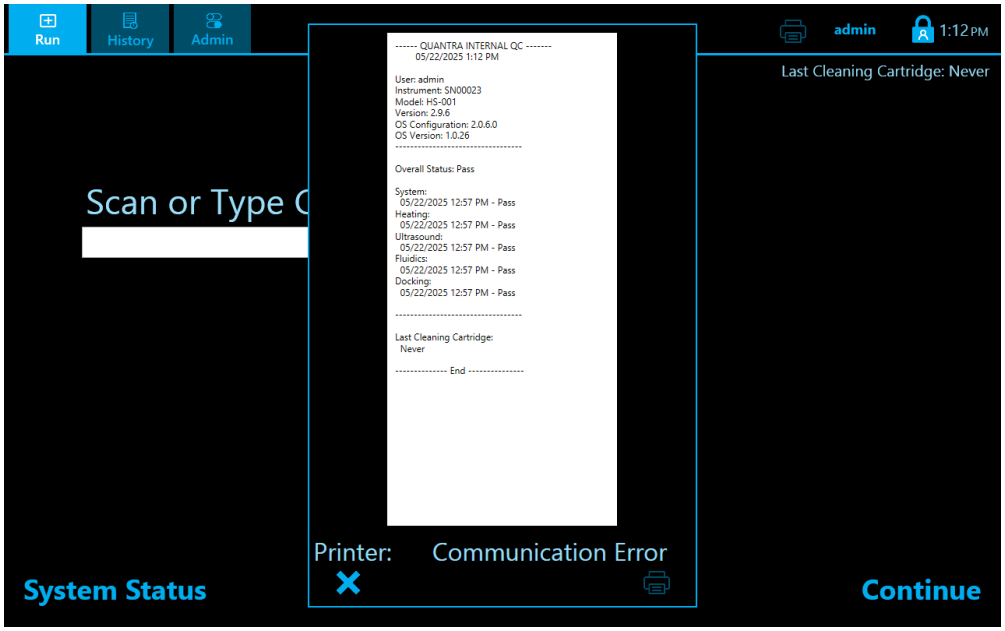

Figure 48. Internal QC Report
The Quantra System performs automated internal QC checks to verify that key instrument and consumables meet acceptable criteria. Checks are performed at power up, during each test run, and eight (8) hours after the last test was run. Clicking on System Status in the Scan or Type Cartridge ID screen (Figure 11) displays the most recent internal QC result (Figure 48) broken down into five main areas (System, Heating, Ultrasound, Fluidics, Docking). If any problems are detected, they are reported in the event log and displayed on the screen during the initial phases when preparing to run a test (see next section).
These internal checks are performed frequently and decrease the odds of a run error occurring that is caused by instrument or cartridge malfunction. To print the report, use the USB Quantra Printer and select the Print Icon on the Print Preview Screen . Select the cross icon to exit the dialog box. (Figure 48). If configured and connected, these internal QC resuts will be automatically transferred via the POCT/LIS (See Administrator Configuration Section).